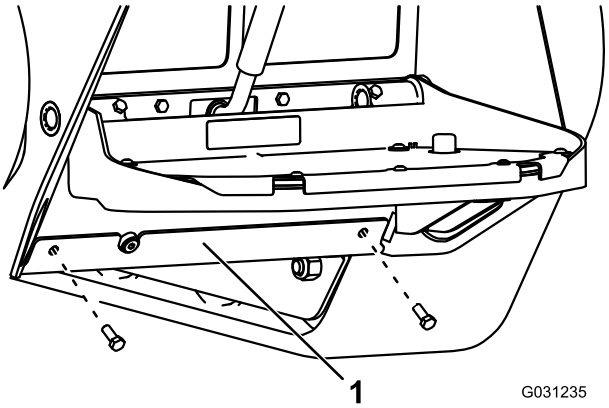

**Figuur 75**
4. Verwijder de 2 bouten waarmee de onderste plaat is bevestigd en verwijder de onderste plaat (Figuur 75).
8. Plaats de onderste plaat (Figuur 75).